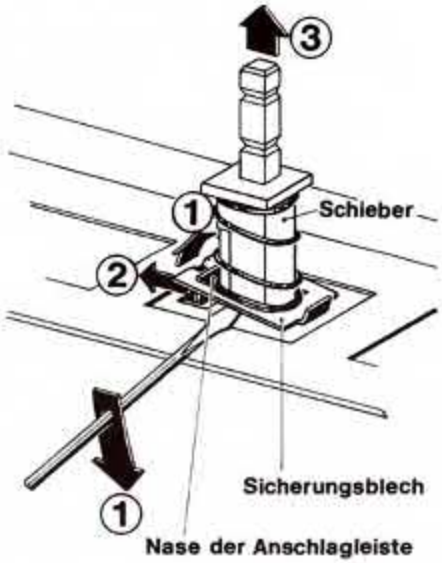

Bild 4.8.
(1) Befestigungsschrauben der Skalenscheibe lösen
(2) Skalenscheibe vorsichtig wegziehen; dabei auf Skalenseil und Zeiger achten
(3) beide Distanzbolzen entfernen; Knopf entfernen
(4) Feder herunterdrücken
(5) Sicherungsstück abziehen und Feder entfernen
(6) Nasen der Vorderleiste zusammendrücken
(7) Halteblech abnehmen
(8) Blattfeder abnehmen
(9) Schaltniet herausnehmen
(10) kompletten Netzschalter aus der Vorderleiste heben; zuvor aber Schieber der übrigen Schalter nach Bild 4.8. entriegeln
(11) kompletten Schalter vorsichtig an der KW-Oszillatorspule L 110 vorbei nach oben herausziehen. Im Notfall müssen die Lötstellen der Spulenstifte der Oszillatorspule erhitzt und die Spule leicht nach hinten gedrückt werden. Eine andere Möglichkeit zum problemlosen Entfernen des Schalters ist das Kürzen des Schiebers mit einem Seitenschneider